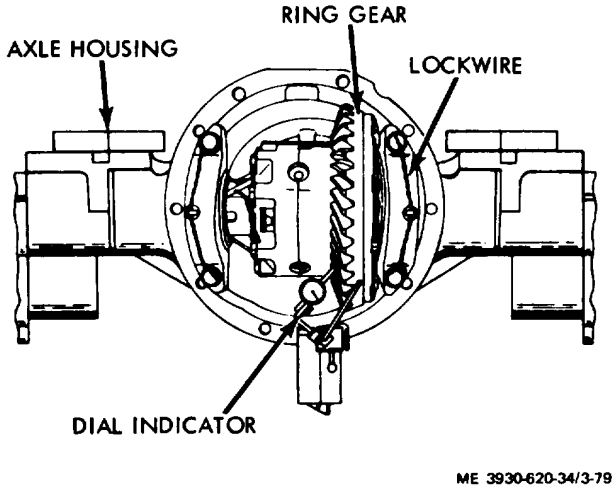

Figure 3-79. Ring gear backlash being checked.
(8) Using a dial indicator, check ring gear laterally for 0.005 to 0.010 inch backlash.
(9) Check backlash at four positions (90 degrees apart on ring gear. (fig. 3-79.)